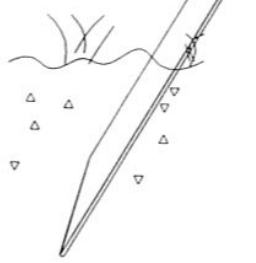

Bild 6
9. När masten är rest, fästes den lösa staglinan till stagpinnan. Linorna anpassas så att masten står lodrätt. Efter justeringen låses linorna i vindornas låsspår, bild 6.